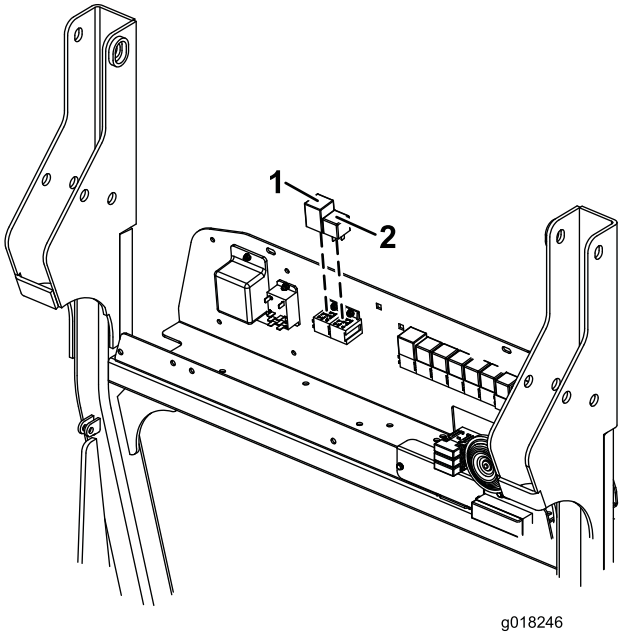

Figur 10
5. Sæt blinklysrelæet i den ledige fatning på det venstre relæ og det korte standardrelæ i den ledige fatning på det højre relæ (Figur 10).